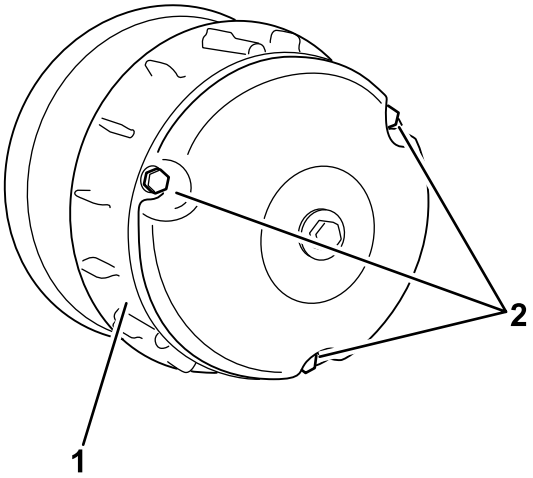

Figuur 60
2. Verwijder de 3 bouten waarmee de kap van de koppeling is bevestigd, en haal de kap weg (Figuur 60).
4. Plaats de kap van de koppeling en bevestig deze met de 3 bouten (Figuur 60) die u verwijderd hebt in 2.